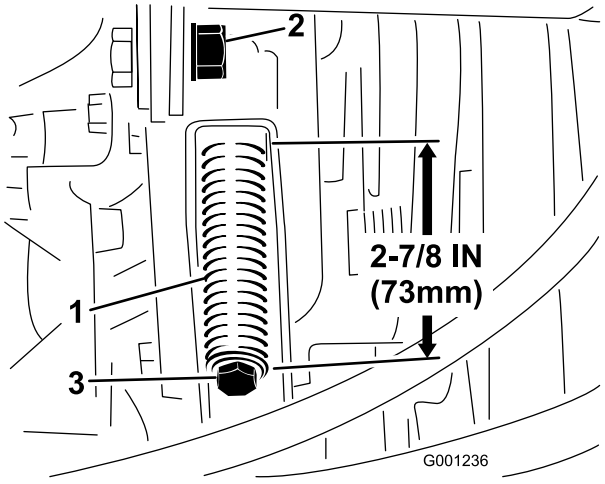

Figur 64
3. Løsne strekkstangens låsemutter (Figur 64).
4. Bruk en halvtommers skrunøkkel for å stramme eller løsne remspenningsfjæren (Figur 64). Juster fjæren slik at den er 73 mm lang.
4. Bruk en halvtommers skrunøkkel for å løsne remspenningsfjæren (Figur 64) helt.
6. Monter den nye kraftuttaksremmen og stram skivefjæren til 73 mm (Figur 64).
7. Stram til låsemutteren (Figur 64) og lukk panseret.